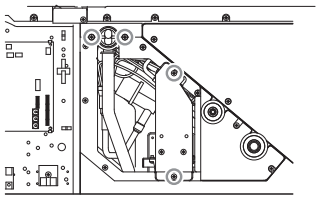

Fig.4
4. Remove the fixing screws holding the drain hose and the drain pump assy shown in Fig.4.